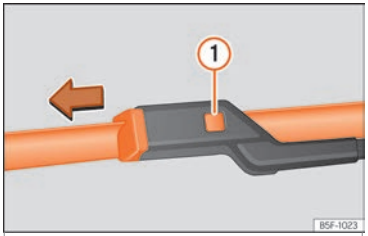

Fig. 80 Changing the front wiper blades
- Press and hold release button ››› Fig. 80 (1) and pull gently on the wiper blade in the direction of the arrow.